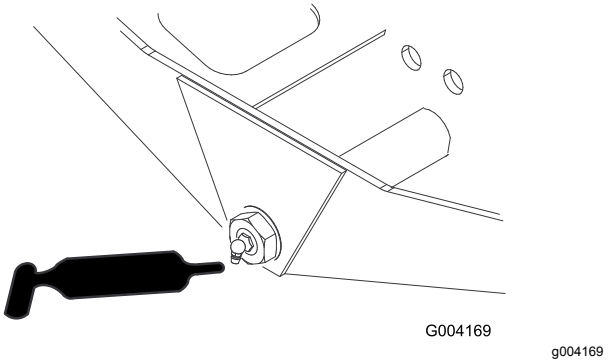

Figur 79
- Axelns styrtapp (1) (Figur 79)